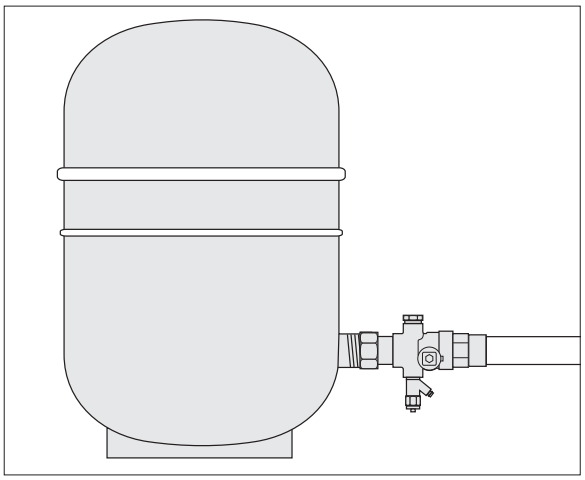

Abb. 6 Membranausdehnungsgefäß (MAG) mit vorgeschaltetem Kappenventil zum vereinfachten Prüfen des Vordrucks.
- Anschließen eines hinreichend großen Membran-Ausdehnungsgefäßes (MAG), dass die Wärmeausdehnung des Speicherinhalts aufnehmen kann (s. Tabelle 1). Zur regelmäßigen Wartung ist das Vorschalten eines Kappenventils zu empfehlen (Abb. 6).